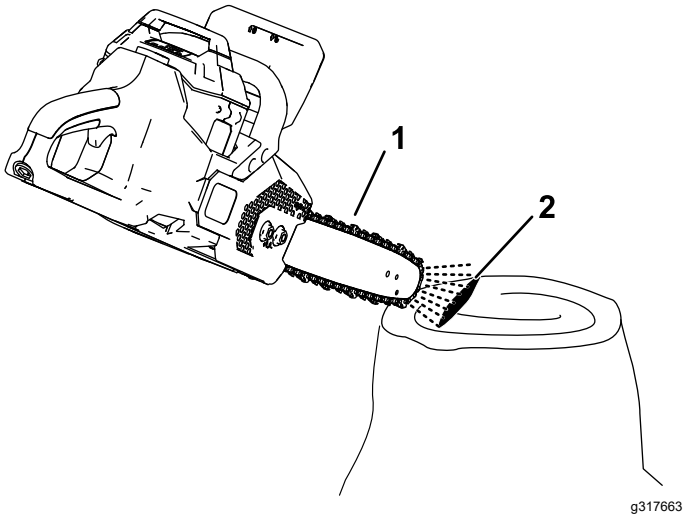

Figuur 26
2. Om te controleren of de olie naar de ketting stroomt houdt u de neus van de kettingzaag een paar centimeter van een oppervlak (b.v. papier, karton, boomstronk) en laat u de kettingzaag draaien. U moet dan een licht oliepatroon op het oppervlak zien (Figuur 26).